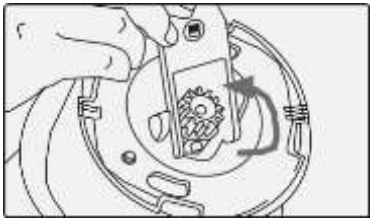

Рис. 22
4. Поверните зажим на 180º в закрытое положение, убедившись, что он полностью заблокирован (Рис. 22).